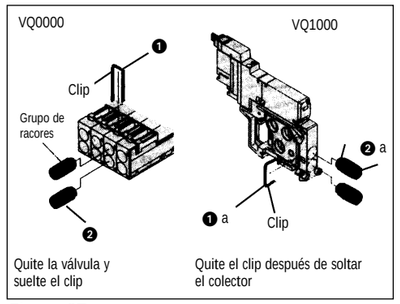

Figura 27
Sustitución de los racores de conexión cilíndrica (Figura 27)
Suelte la válvula del colector. Suelte el clip de retención ❶ (Figura 27) y consérvelo. Suelte el racor ❷ (Figura 27).
VQ1000 (Figura 27)
Suelte la válvula del colector. Suelte el clip de fijación ❶ a (Figura 27) y consérvelo. Suelte el racor ❷ a (Figura 27).